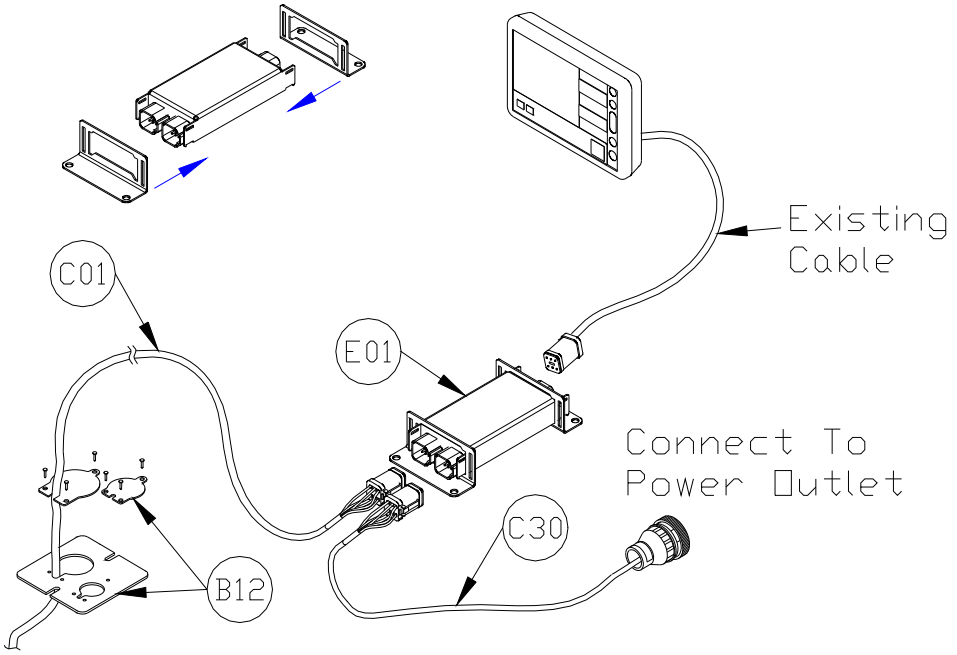

Figure 17: Control Module Mounting
1. Refer to **Figure 1** and **Figure 17**.
6. There is an access panel located on the front right corner of the Rogator cab floor. It can be removed to allow cables to be routed to the exterior of the cab. Use this panel to route C01 through the hole of the provided access panel kit (**Figure 17**).